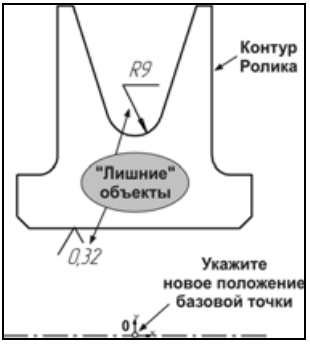

Рис. 6.76
- В ответ на запрос системы **Укажите новое положение базовой точки,** с помощью привязки **Ближайшая точка,** укажите точку начала координат эскиза — скопированное изображение зафиксировано в указанной точке (рис. 6.76).